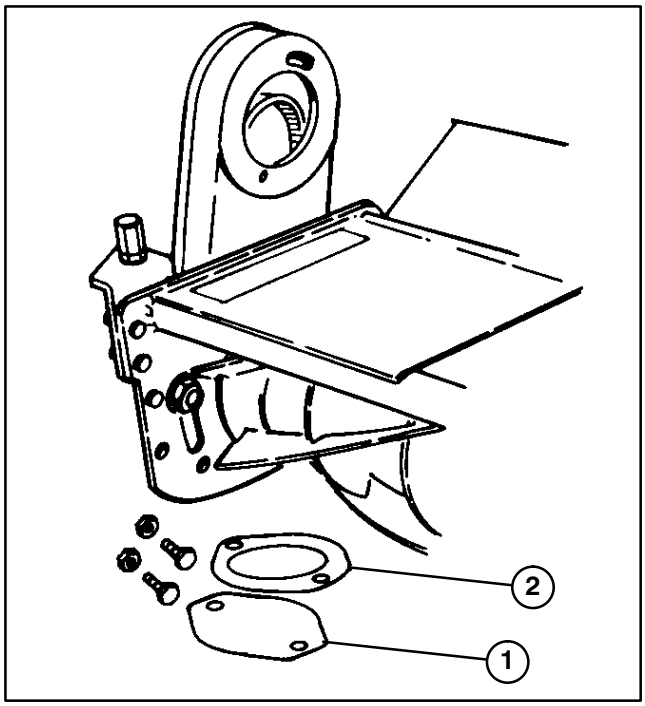

Figure 10
1. Remove locknuts, bolts, shipping cover and drive plate shield (Fig. 10) from the cutting unit.